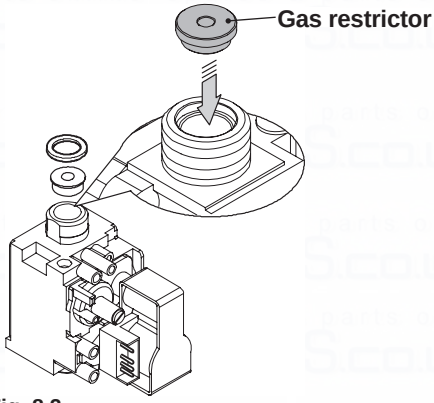

Fig. 8.2
- Carry out gas conversion by correctly replacing the gas restrictor (Fig. 8.2), referring to the "Technical Data" section page 26 (Advance Plus 25C ERP), page 30 (Advance Plus 30C ERP) and page 34 (Advance Plus 35C ERP).